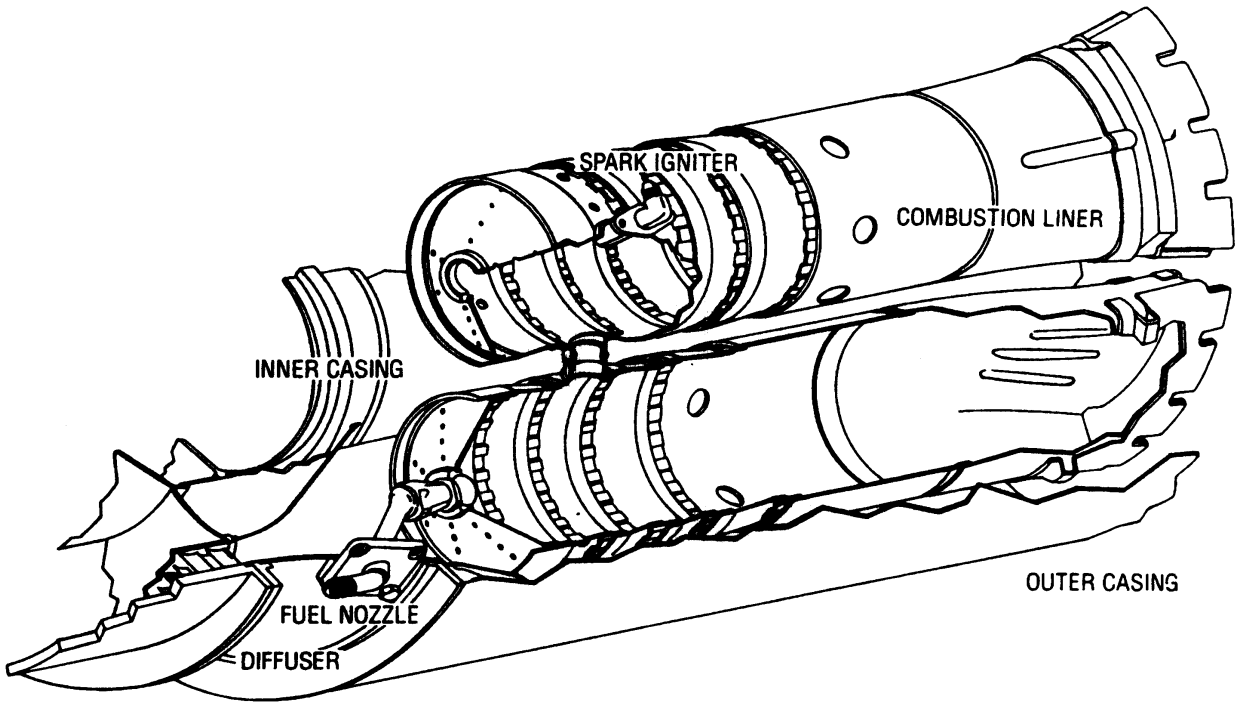

Figure 3. Combustion Section Assembly
30. The combustion section consists of six individual liners evenly spaced in an annulus formed by the outer and inner casings. The combustion liners are located radially by the fuel nozzles at the front and by the turbine inlet vane assemblies at the rear. Six crossover tubes are located between the liners to transfer the flame from the two diametrically opposed liners which contain the spark igniters to the other four liners during engine starting. The combustion section assembly is illustrated in figure 3.